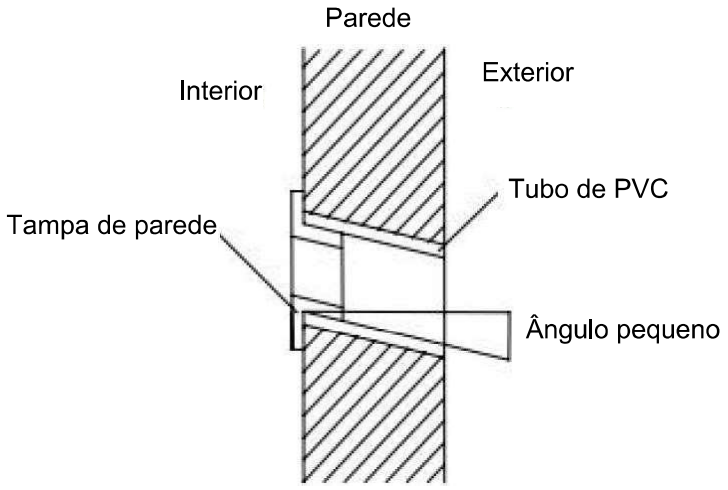

Fig. 5
- Perfure conforme indicado na Fig. 5. O orifício, com 80 mm de diâmetro, deve deslizar ligeiramente para o exterior.
- Corte os tubos de PVC num ângulo ligeiramente menor do que a espessura da parede e passe-os pelo orifício. (Fig. 5)